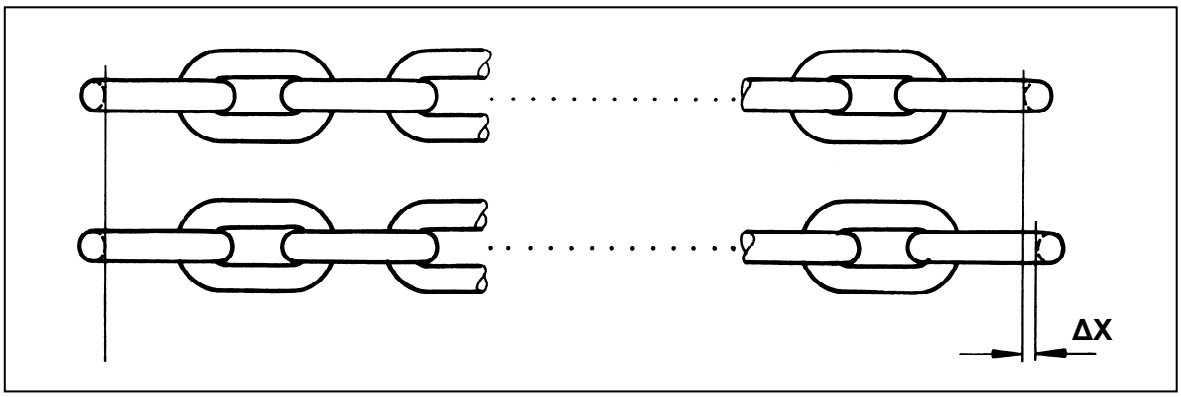

Fig. 5
3.5 Length Tolerance DX of Paired Chain Strands (Fig. 5)